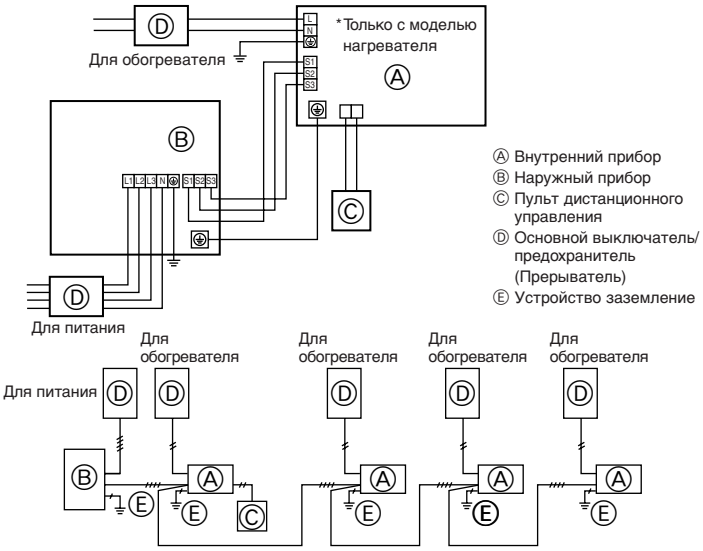

Fig. 7-1
7.1. Наружный прибор (Fig. 7-1, Fig. 7-2)
(1) Снимите защитную панель.
(2) Подсоедините кабели, как указано на рис. 7-1 и рис. 7-2.